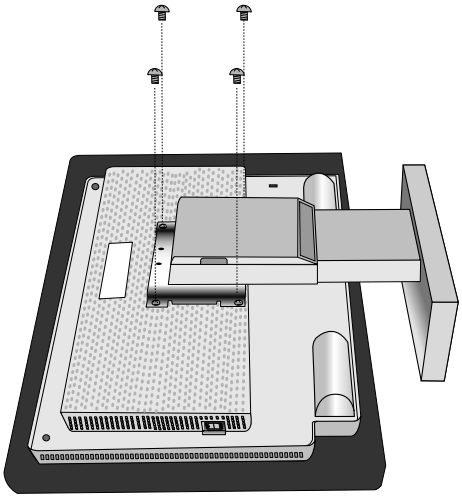

Figura R.3
5. Togliere le 4 viti che fissano il monitor al supporto e sollevare il gruppo supporto (**Figura R.3**), il monitor ora è pronto per un diverso montaggio.